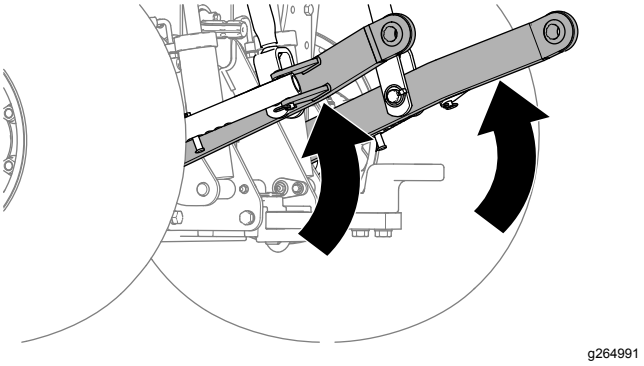

Рисунок 11
4. Полностью поднимите нижние тяги 3-точечного сцепного устройства (Рисунок 11).